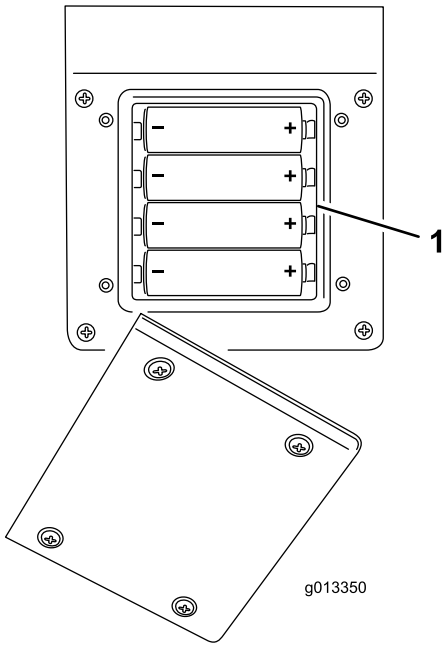

Figura 48
3. Ligue cada bateria nova no encaixe terminal observando a devida polaridade. (Se as baterias forem incorrectamente instaladas, a unidade não será danificada, mas não funciona.) O encaixe tem embutidas marcas de polaridade em cada terminal—enfatizado em Figura 48. Certifique-se que estão firmemente encaixadas na unidade.